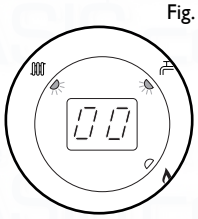

Fig. 104
6. The display will show '00', indicating maximum rate, then revert to 'P ' alternating with the current boiler temperature (Figs 104, 105 & 106).